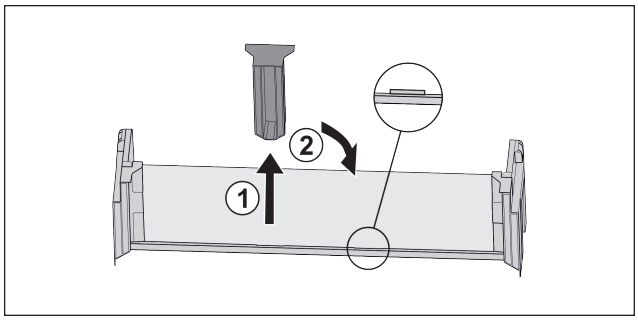

*Fig. 19*
▶ Extraire la pièce de retenue centrale *Fig. 19 (1)*.
▶ Insérer la pièce de retenue centrale en deuxième position *Fig. 19 (2)*.